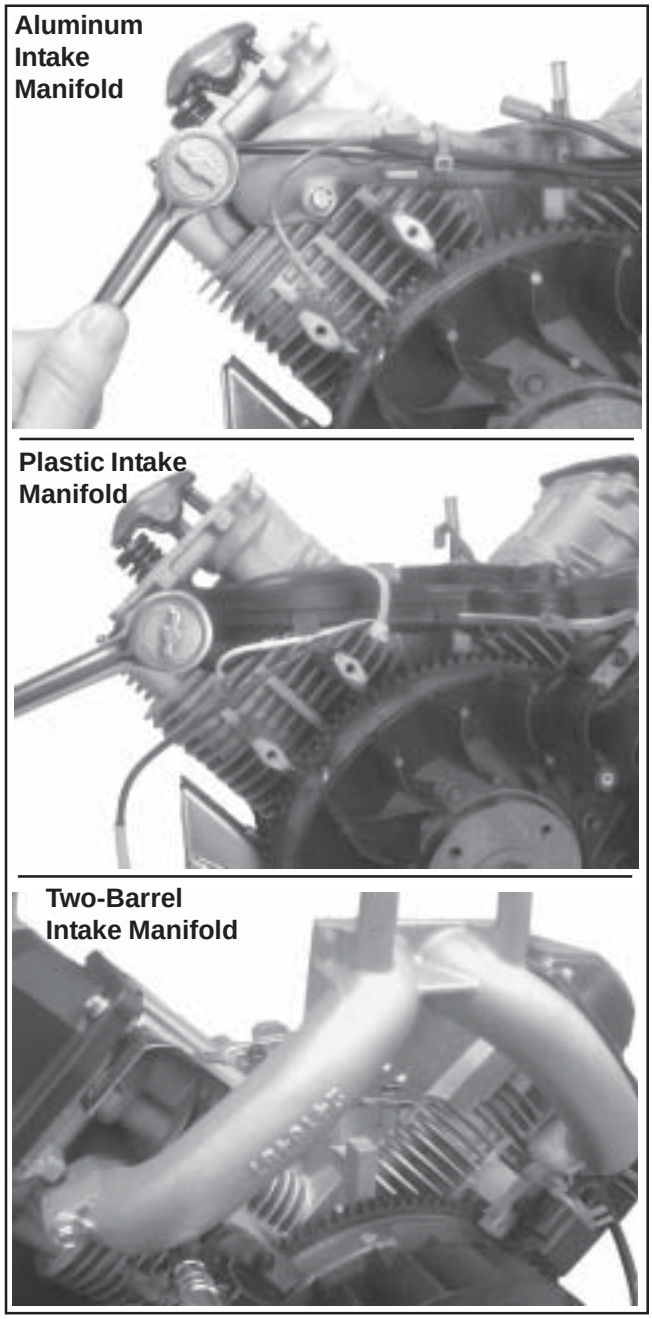

Figure 9-48. Removing Intake Manifold.
2. Remove the intake manifold and the intake manifold gaskets (aluminum intake manifolds) or O-Rings (plastic intake manifolds). See Figure 9-48.